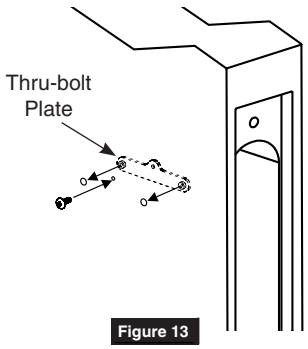

Figure 13
18. **TURN-PIECE FUNCTIONS ONLY:** Install turn-piece thru-bolt plate using truss head screw. (Leave screw slightly loose.) (Figure 13)